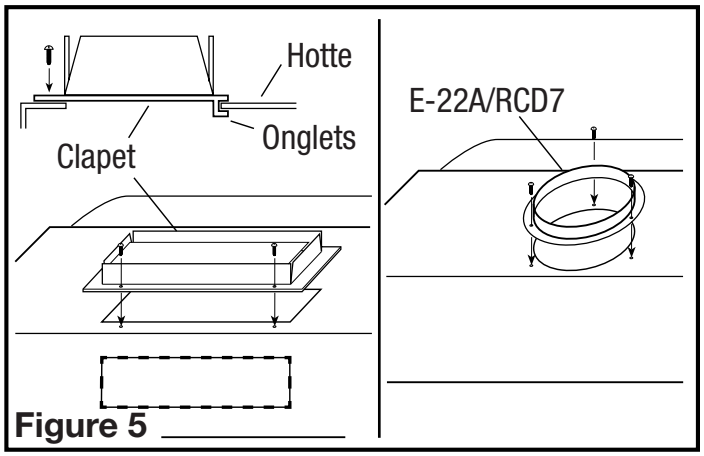

Figure 5
3. Pour un conduit vertical ou horizontal de 8,25 x 25,4 cm (3-1/4 po x 10 po), installer l'assemblage de clapet à la hotte en glissant la section à onglets du clapet sous le corps de la hotte et en vissant les deux vis fournies. Pour un conduit rond de 17,78 cm (7 po), fixer soit un clapet modèle E-22A ou RCD7 (non inclus) à la hotte avec les 3 vis fournies. À l'aide de ruban adhésif approuvé, appliquez autour du col pour sceller les fuites d'air **(Figure 5).**